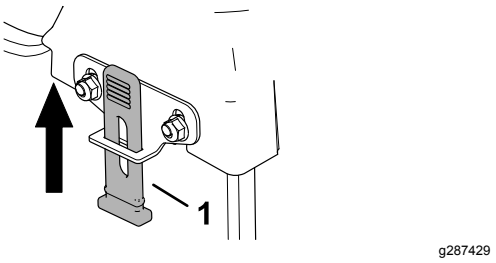

Figura 8
2. Instale un cierre de goma en cada placa (Figura 8).